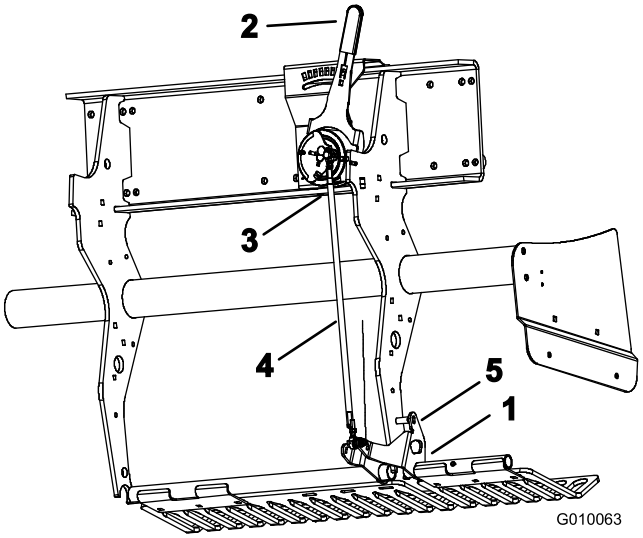

Figur 58
1. Vrid det vänstra gräsmatteskyddets monteringsfäste (Figur 58) uppåt tills en låspinne (5/16 silverstål eller bult) kan föras in mellan fästet och djupinställningsröret som är svetsat till ramen.
2. För reglaget för luftarpinnsdjupet (Figur 58) till ”H”-inställningen (den djupaste).
3. Koppla bort utombordskulbrytaren (Figur 58) från ledningsnätet (huvud lågt-brytare).
4. Lossa kontramuttrarna (till vänster och höger) på dragstången för djupjustering (Figur 58).